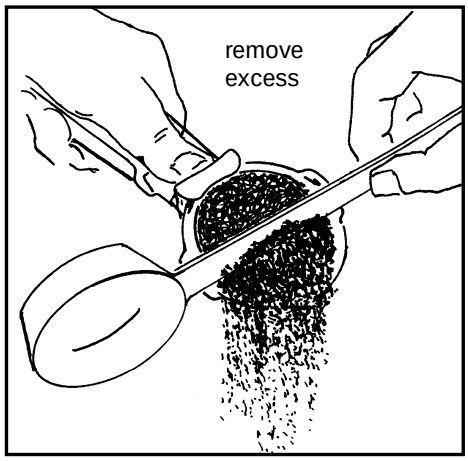

fig. 4a
d. Remove any coffee from the rim of the sieve (fig. 4a).